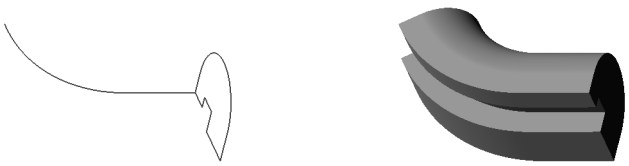

Рис. 90.5. Эскизы и элемент, образованный кинематической операцией
- **Кинематическая операция** — перемещение эскиза вдоль указанной направляющей (рис. 90.5).